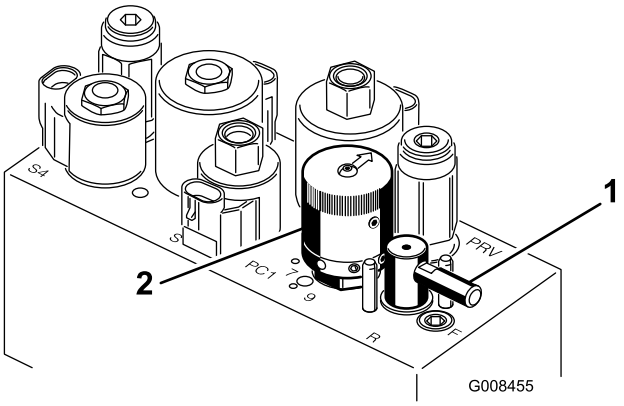

Figur 49
5. Drej baglapningsgrebet til positionen "R" (Figur 49).
6. Drej hastighedsregulatoren til knivcylindre til indstillingen 1 (Figur 49).